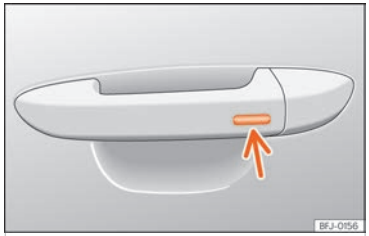

Fig. 64 Door handle: sensor surface.
- **OR:** using the Keyless Access system (only locking): Press and hold the locking sensor surface ››› Fig. 64 (arrow) on the door handle for several seconds to close the windows and the sunroof. If you stop touching the sensing surface, the locking function is interrupted.
Press and hold the locking sensor surface ››› **Fig. 64** (arrow) on the door handle to close the sunroof. If you stop touching the sensing surface, the locking function is interrupted.